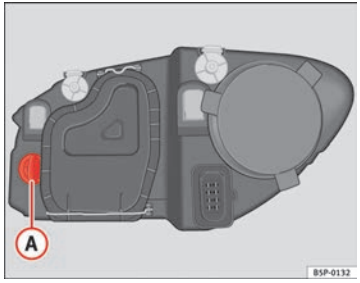

Fig. 165 Turn signal lamps
- Rotate the lamp holder ⇒ fig. 165 (A) to the left and pull.